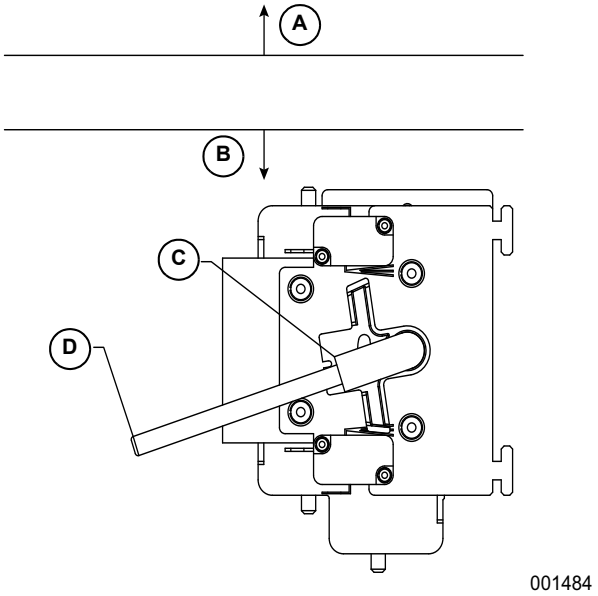

Figura 4-1. Accionamiento del interruptor de transferencia
Vea la ***Figura 4-1***. Con el interruptor de transferencia (D) se envía una manija manual. La operación manual debe ser comprobada ANTES de que el interruptor de transferencia sea accionado eléctricamente. Para comprobar la operación manual, haga lo siguiente:
Vea la ***Figura 4-1***. Antes de continuar, verifique la posición del interruptor observando la posición de la manija de transferencia manual (D).